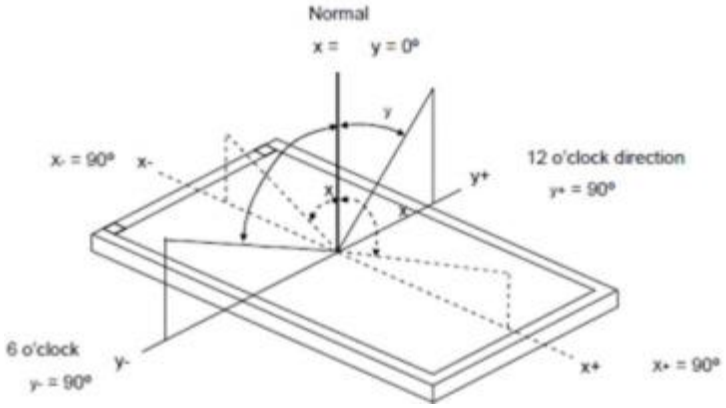

Figure 6. Definition of Viewing angle
(3) Definition of Viewing angle:
As Note (1) the static contrast ratio definition, the viewing angles are defined at the angle that the contrast ratio is larger than 10 at four directions relative to the perpendicular direction of the pospur's module (two vertical angles: up θy+ and down θy-; and two horizontal angles: right θx+ and left θx-). The standard setup of measurement is shown in Figure 6